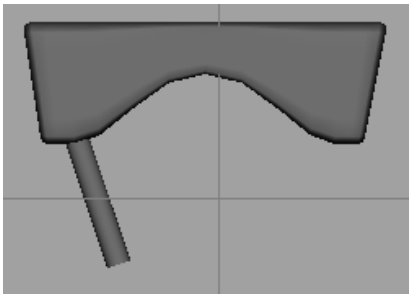

Figure 2-87 *The cylinder rotated and aligned in the front-Z viewport*
11. Choose **Move Tool** from the Tool Box and align *bolt* with base in all viewports. Next, choose the **Rotate Tool** from the Tool Box to rotate and align it with both front-Z and side-X viewports, as shown in Figures 2-87 and 2-88.